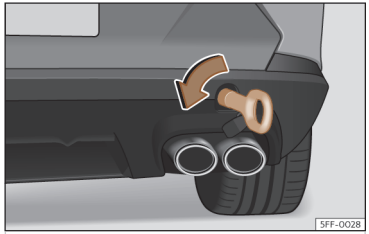

Fig. 204 En el lado derecho del paragolpes trasero: argolla de remolque enroscada.
- Enrosque la argolla de remolque en el alojamiento girándola al máximo **en el sentido contrario al de las agujas del reloj** ››› **fig. 204** , ››› ⓘ. Utilice un objeto adecuado con el que pueda enroscar completa y firmemente la argolla de remolque en su alojamiento.